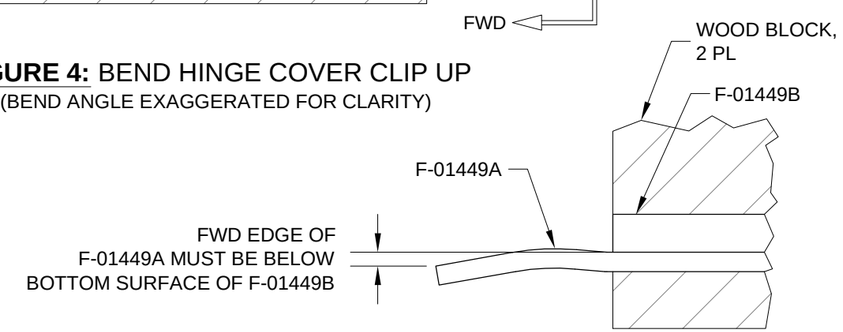

FIGURE 5: BEND HINGE COVER CLIP DOWN
Step 14: Bend the F-01449A Cover Clips downward slightly as shown in Figure 5. This will form a spring retainer for the forward end of the Hinge Cover Assemblies.